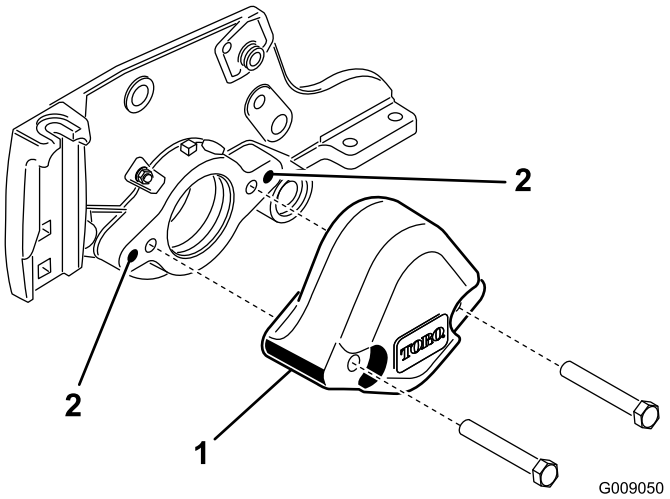

Figura 5
3. Remova os 2 parafusos que fixam o contrapeso à extremidade esquerda da unidade de corte. Retire o contrapeso (Figura 5).
4. Utilizando uma torneira de 3/8-16 polegada, retire a tinta dos orifícios de montagem externa em ambas as placas laterais (Figura 5).